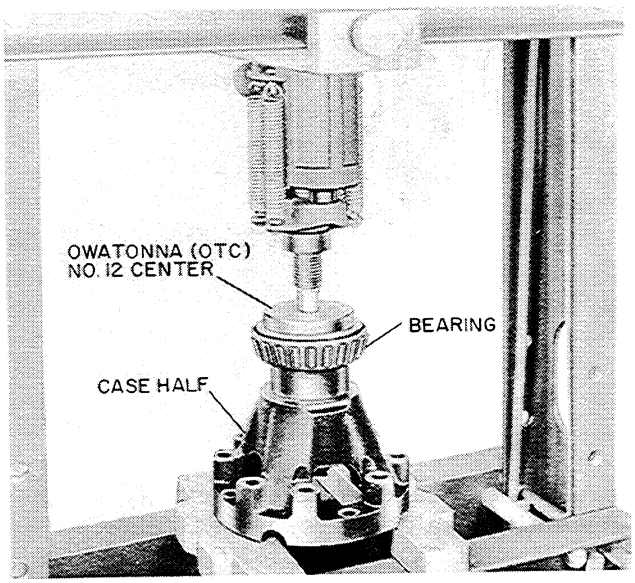

Figure T-61
2. If a new bearing is to be installed on the other case half, press on the bearing using an OTC No. 12 center, Figure T-61. Press bearing down until it contacts the shoulder on the case half.